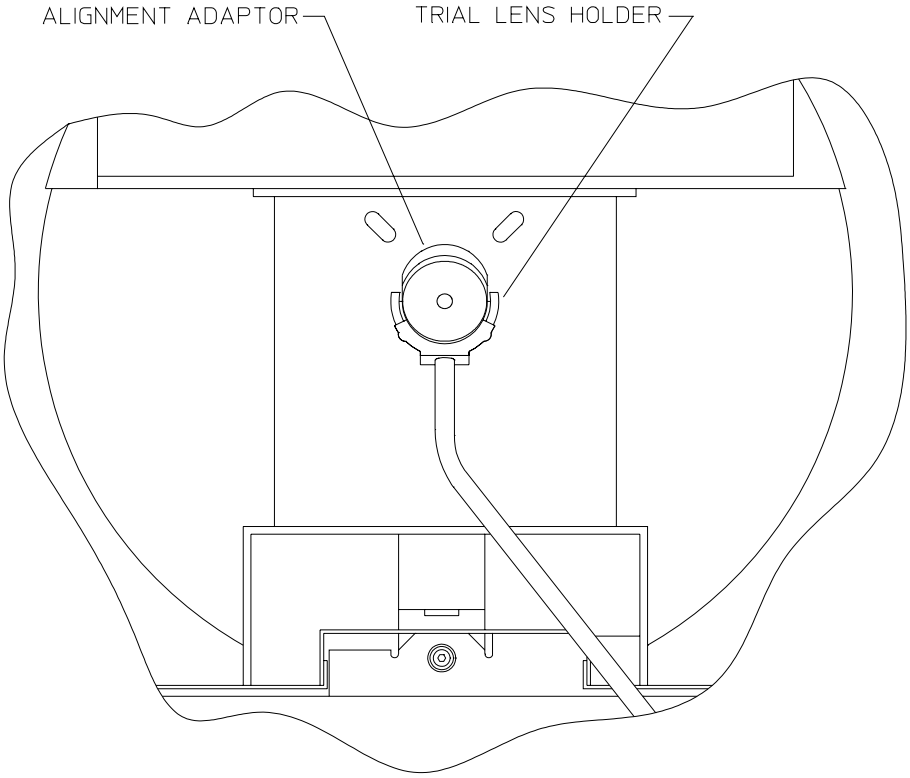

FIGURE 4-16. Trial Lens Holder Adjusted Relative to Alignment Adaptor
5) Manually lift the chinrest and tool stand slightly, and raise the trial lens holder into position below the tip of the trial lens alignment adaptor (Figure 4-16). Now lower the tool stand so that it again rests on the height adaptor.
If properly aligned, the trial lens holder should encircle the tip of the alignment adaptor, with slight clearance all around (Figure 4-16).
c) With the trial lens holder positioned around the adaptor, retighten the screws. The trial lens holder should not put pressure against the alignment adaptor (Figure 4-16).